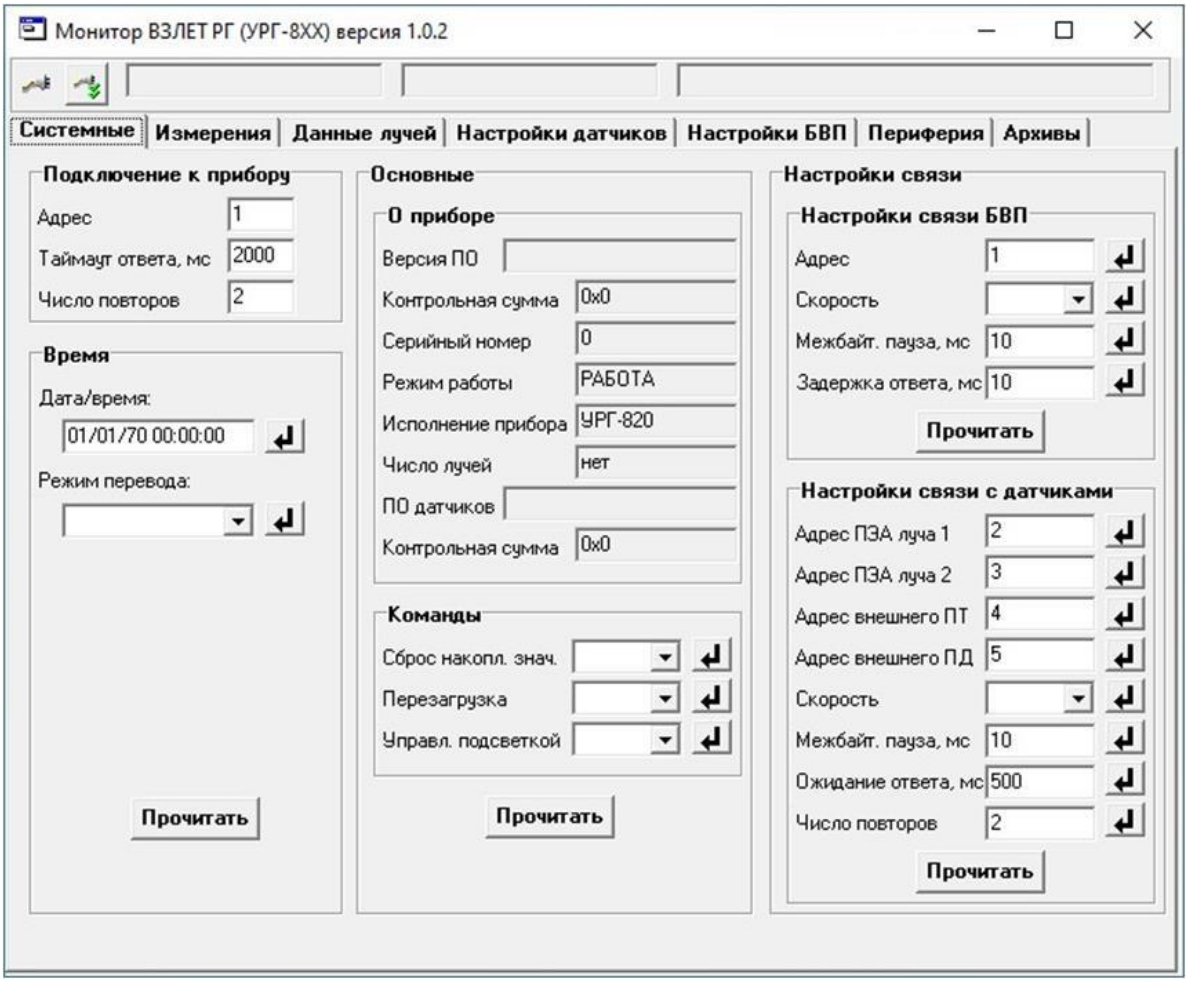

Рисунок 18 - Основное окно программы.
6.1.2 Запустить на ПК программу «Монитор Взлет РГ (УРГ-8ХХ)». На мониторе ПК появится основное окно программы (рисунок 18):